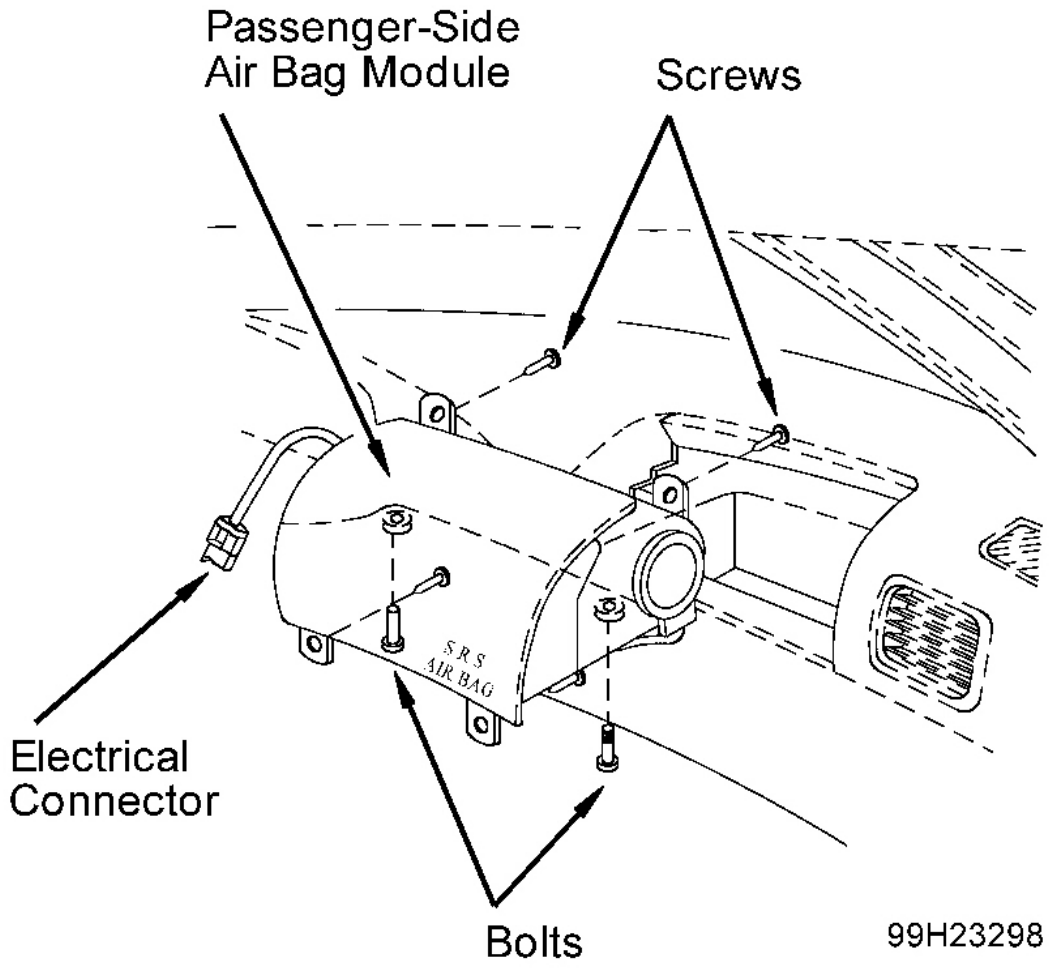

Fig. 4: Identificación del lado del pasajero Bolsa de Aire Módulo
1. Antes de continuar, consulte **MEDIDAS DE SEGURIDAD AIRBAG** . sistema de airbag Desactivar. Ver **DESACTIVACIÓN y ACTIVACIÓN DEL SISTEMA AIRBAG** . Retire el panel de instrumentos. Ver **TABLERO DE INSTRUMENTOS** . Retire del lado del pasajero tornillos del módulo del airbag y pernos. Ver **Fig. 4** . Retire del lado del pasajero del módulo del airbag.